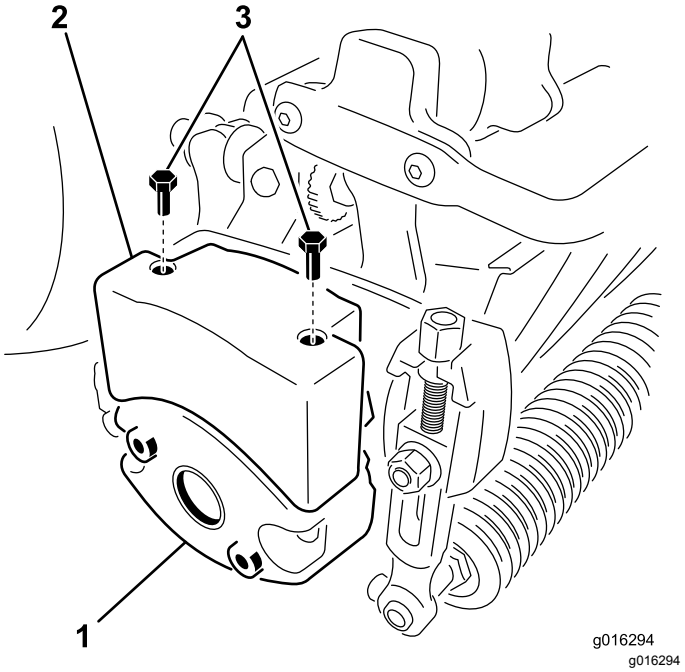

Figure 10
4. Retirez les 2 boulons de fixation de la masse à sur le côté gauche du plateau de coupe (Figure 10).
6. Montez la masse supérieure sur la masse du plateau de coupe avec 2 vis à tête hexagonale (Figure 10).